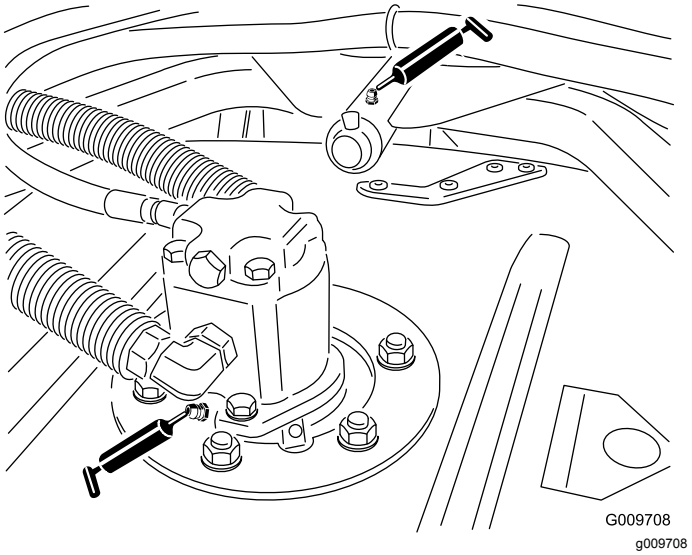

Figuur 79
- Aslagers van maai-eenheid (2 per maai-eenheid); zie Figuur 79
- Lagers van draagarm van maai-eenheid (1 per maai-eenheid); zie Figuur 79